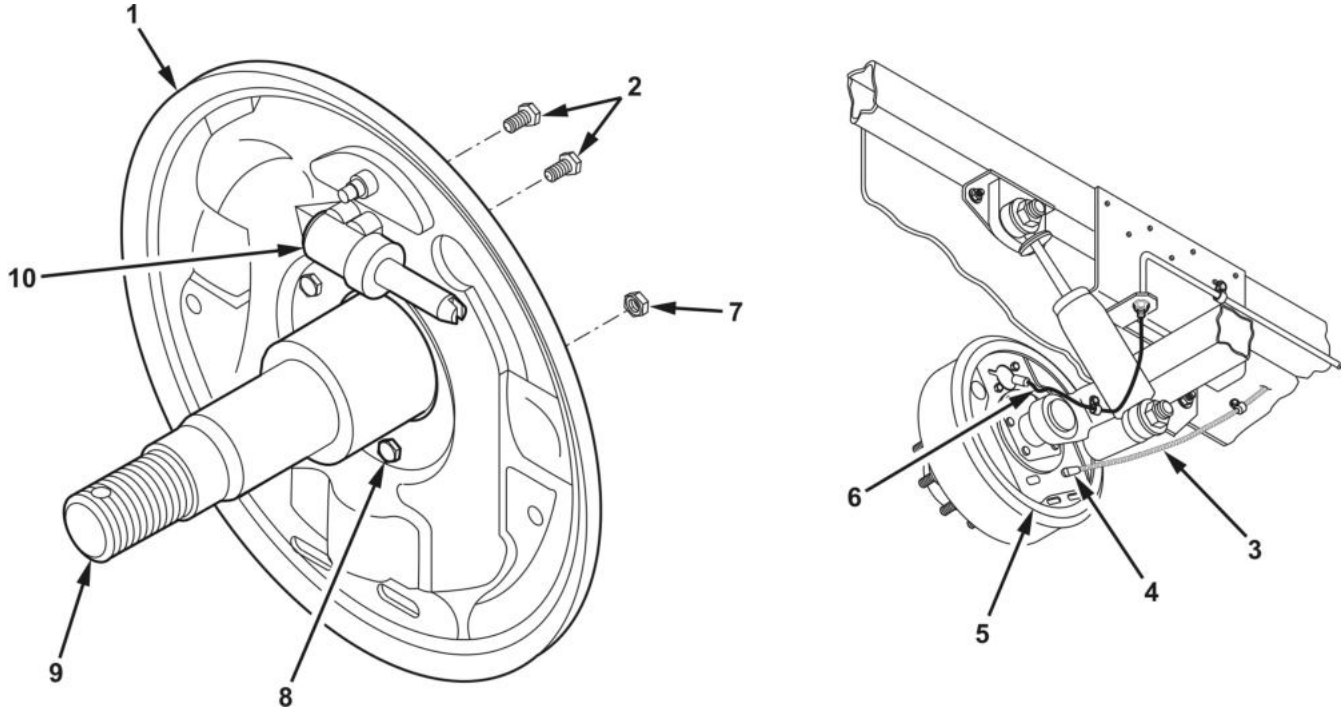

Figure 8. Backing Plate Installation.
1. Install backing plate (Figure 8, Item 1) on axle spindle (Figure 8, Item 10), and secure with mounting studs (Figure 8, Item 9) and nuts (Figure 8, Item 8). Tighten nuts, and torque to 50 lb-ft (69 N•m).
2. Remove plug from flex brake line (Figure 8, Item 4), then connect flex brake line to wheel cylinder (Figure 8, Item 2).
3. Install wheel cylinder (Figure 8, Item 2) on backing plate (Figure 8, Item 1) with new capscrews (Figure 8, Item 3). Torque capscrews to 168 lb-in (19 N•m).
4. Feed handbrake cable (Figure 8, Item 6) through backing plate (Figure 8, Item 1), then connect cable sheath (Figure 8, Item 5) to backing plate.